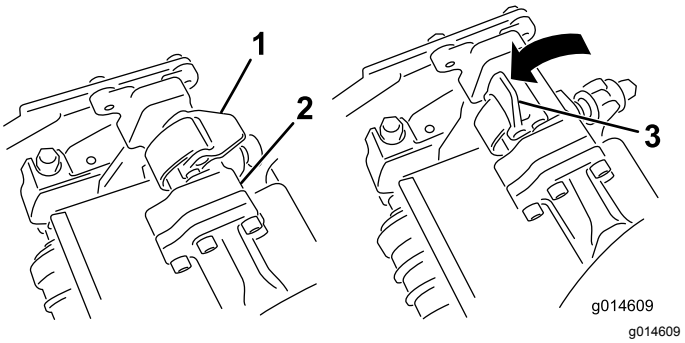
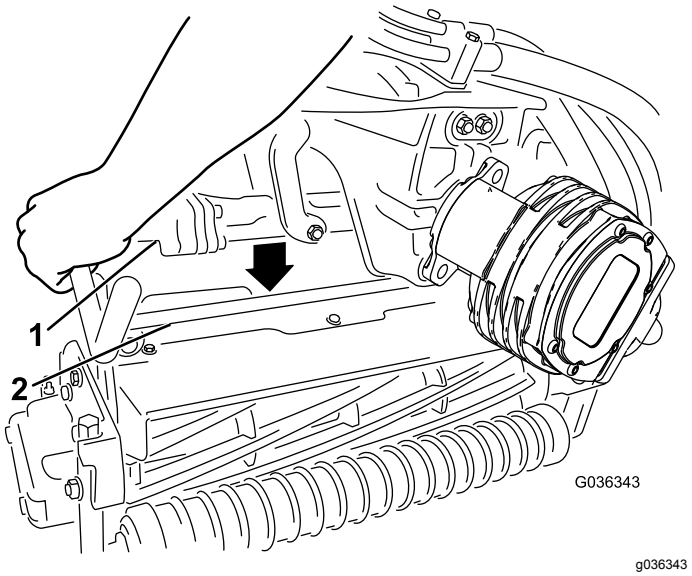

Figur 49
Figur 50
4. Åpne låsene på hjulopphengsarmbøylen slik at de peker opp (dvs. at de er åpne) (Figur 49), og trykk hjulopphengsarmen ned så bøylen ligger over klippeenhetens bøyle (Figur 50).
5. Skyv låsene ned og rundt klippeenhetsbøylen og lås dem slik at de sitter på plass (Figur 49).
5. Åpne låsene på hjulopphengsarmbøylen til klippeenheten du skal fjerne (Figur 49).